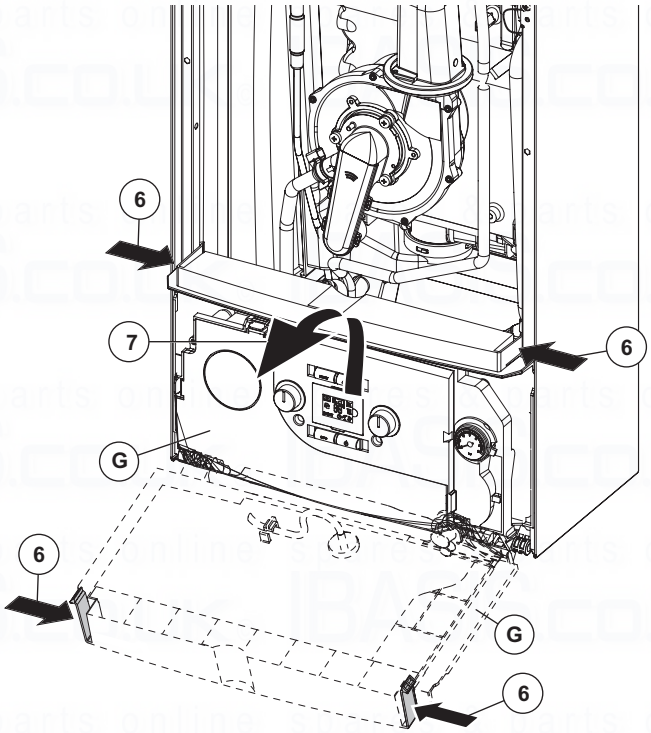

Fig. 6.3
**Control panel - Fig. 6.3**
6. Press the hooks on the side of the control panel (G).
7. Tilt the control panel (G) towards you.